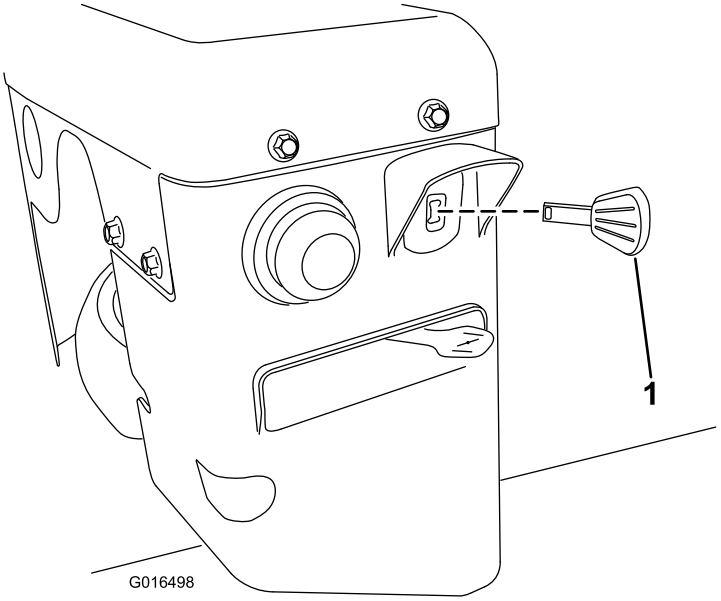

Figur 26
3. Sæt tændingsnøglen helt i (Figur 26).